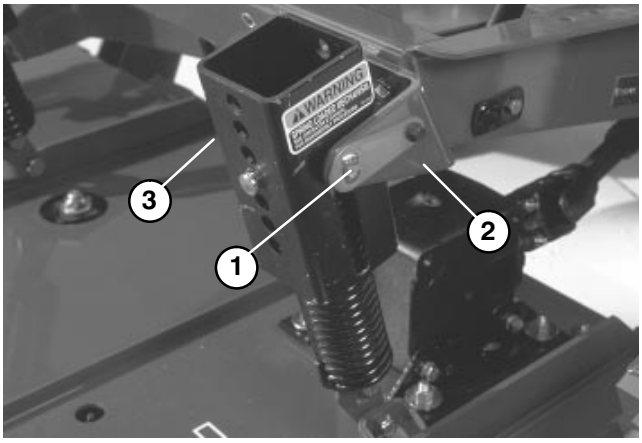

Figure 1
2. Disconnect counterbalance from traction unit, remove lock pins from brackets, separate spring tension assemblies from brackets and lay them down on the deck. Loosely secure lock pins to brackets to prevent losing them (Fig. 1).